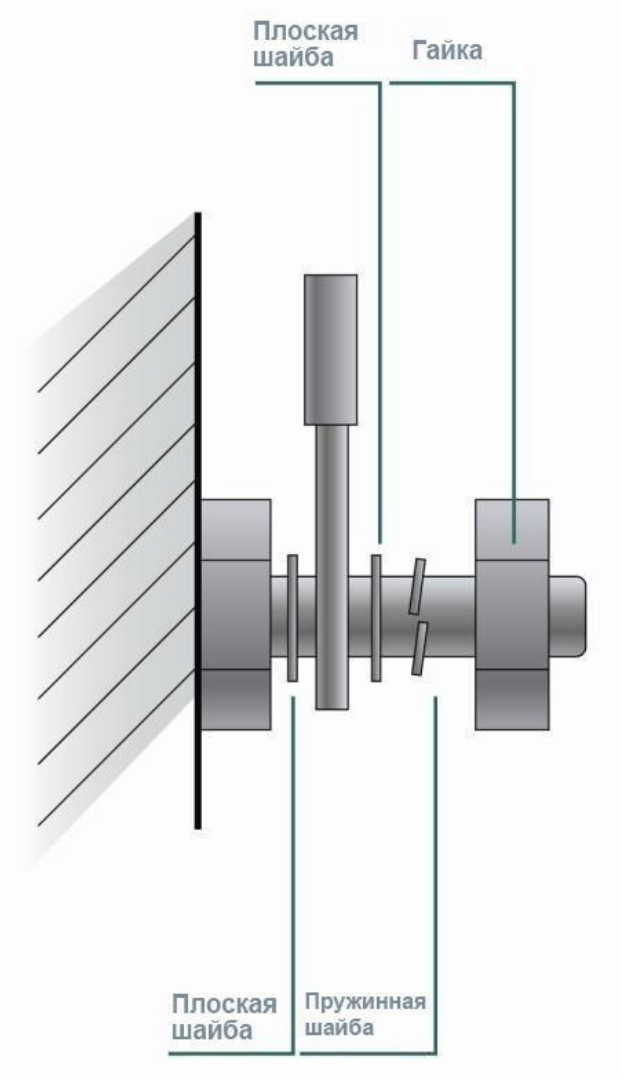

Рисунок 9-4. Затягивание кабельного контакта
- Когда используете винтовую резьбу для фиксации кабельных контактов, болты или винты должны быть надежно затянуты и должны быть приняты меры против ослабления соединения (Рисунок 9-4).